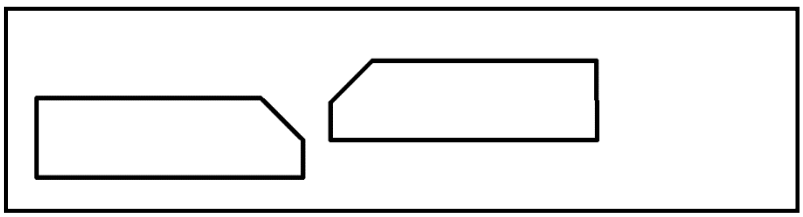

**FIGURE 3**
3.2 FIGURE 3, DIAGRAM SHEET 1 (attached), shows two plate edges with a wide gap between them.